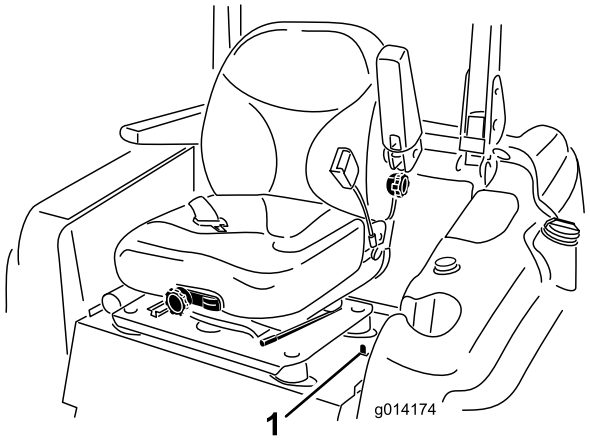

Figure 1
4. Move the seat latch, located on the left side of the seat, rearward to unlatch the seat and pull forward on the top of the seat (Figure 1).